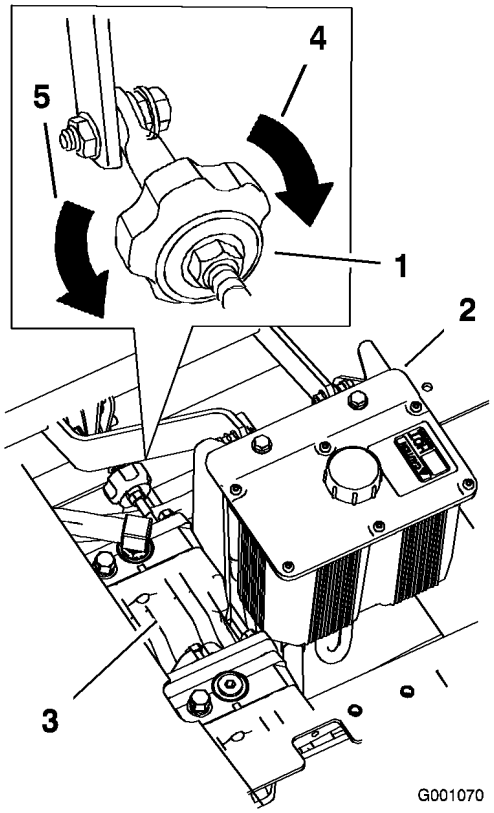

Figur 70
2. Juster lengden på pumpestangen ved å dreie på knotten i korrekt retning inntil hjulet ikke beveger seg eller kryper noe i revers (Figur 70).